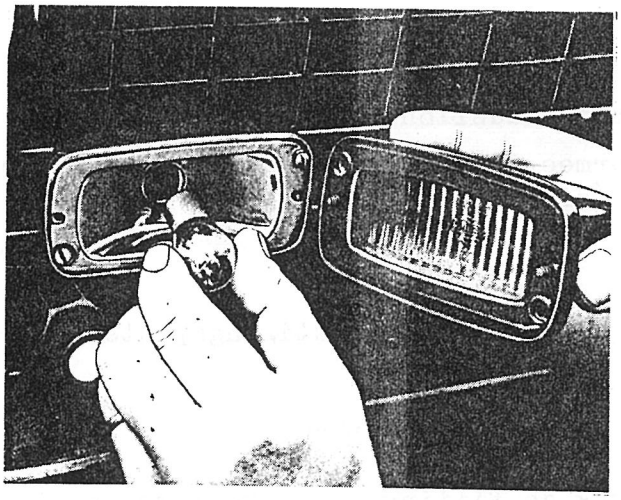
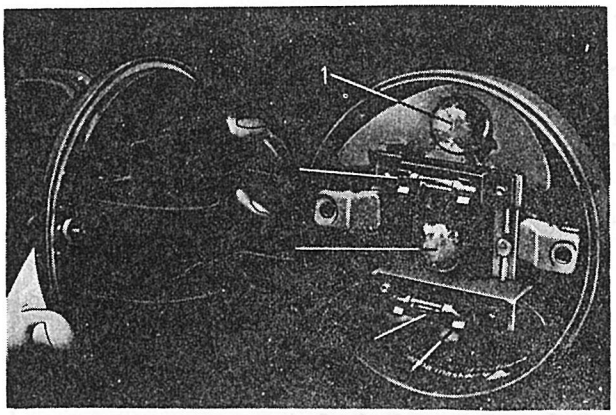

Afb. 3.7.7. Verduisterde schijnwerper
Afb. 3.7.9. Achterlamp
e. Gloeilamp vervangen van de verduisterde schijnwerper (afb. 3.7.7.).
(1) Draai de twee bevestigingsschroeven los en verwijder het voorste gedeelte van de schijnwerper.
(2) Verwissel de gloeilamp en breng het voorste gedeelte van de schijnwerper aan.
f. Gloeilamp vervangen van de gekombineerde achterlamp (afb. 3.7.9.)
(1) Draai de twee bevestigingsschroeven van de kap los en verwijder de kap.
(2) Verwissel de desbetreffende gloeilamp en breng de kap aan.